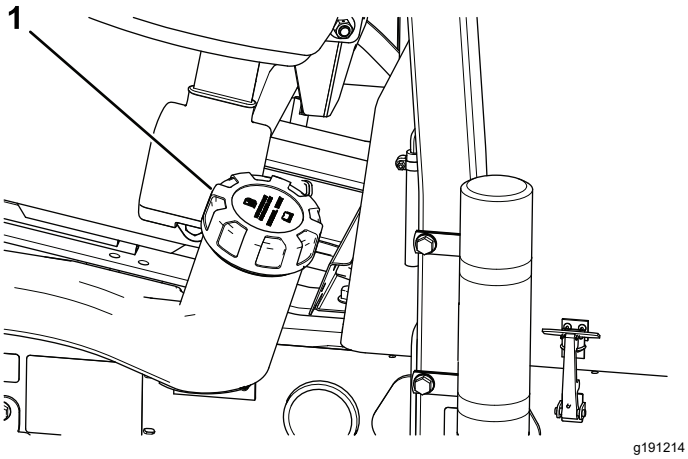

Figuur 46
2. Maak de omgeving van de dop van de brandstoftank schoon (Figuur 46).